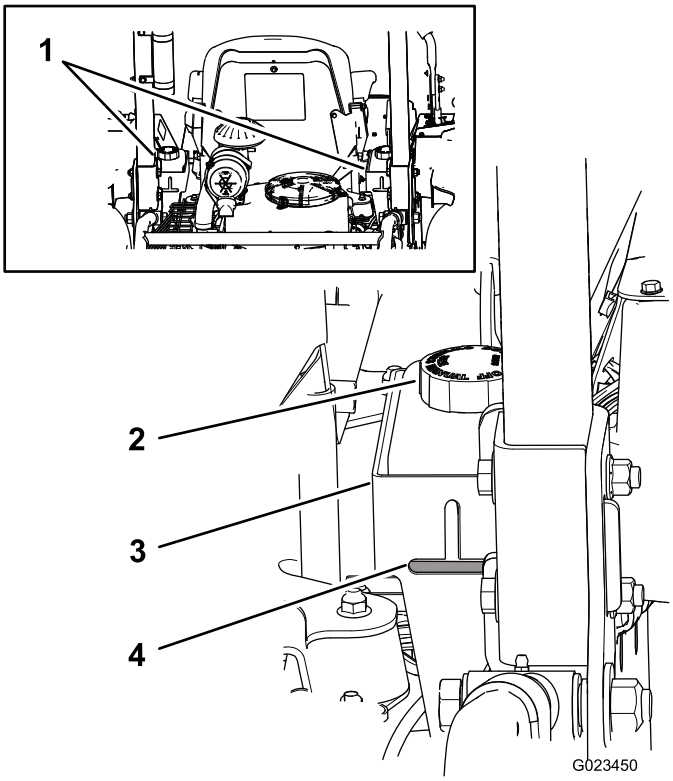

Figur 18
Maskinens beholdere påfyldes på fabrikken med hydraulikvæske af høj kvalitet. Det bedste tidspunkt at kontrollere hydraulikvæsken på er, når væsken er kold. Maskinen skal være i transportkonfigurationen. Hvis væskestanden er under toppen af den vandrette del af det udskårne sigtglas bagpå de hydrauliske beholdere (Figur 18), skal der tilføjes væske, så det holdes på det acceptable niveau. **Fyld ikke for meget på beholderne.**Hvis væskestanden er i toppen af den vandrette del af sigtglasset, er det ikke nødvendigt at fylde mere væske på. Følgende udskiftningsvæske anbefales:
Bemærk: Væskestanden skal være i bunden af hver af åbningerne som vist i Figur 18.
A. Rengør området omkring væskebeholderdækslerne for at forhindre snavs i at komme ind i systemet (Figur 18).